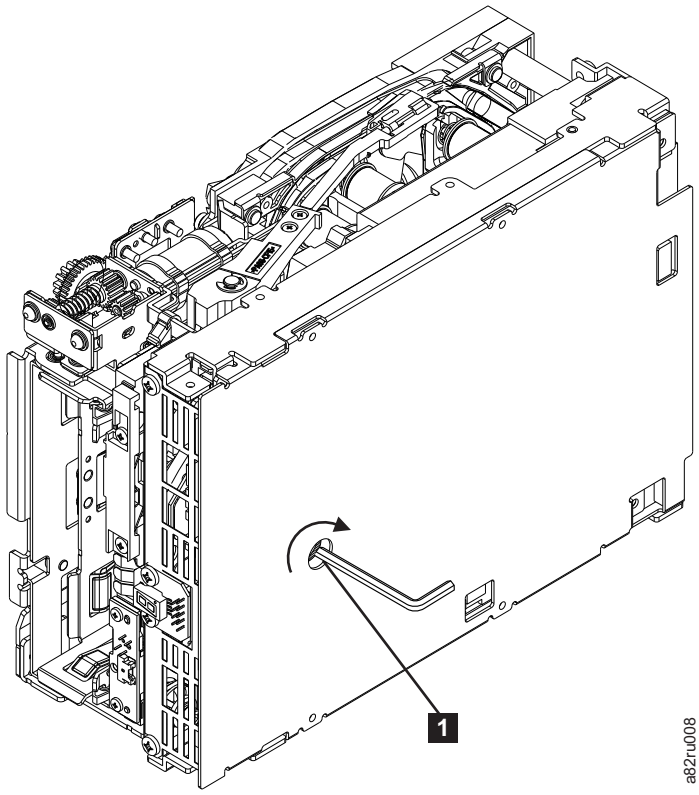

Figure 7-157. Using hex wrench to rewind tape into cartridge
2. From the bottom of the drive, locate the access hole (**1** in Figure 7-157).
Note: Be sure to keep tension on the tape as the LBA is drawn into the cartridge by using a hex wrench as shown in Figure 7-157 on page 7-143.